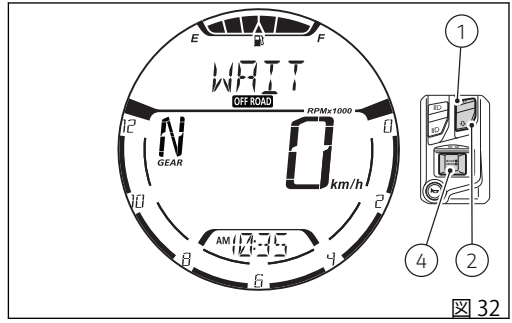

図 32
ボタン (4) を押した後、ディスプレイには “ABS: ON” (図 32)　の代わりに “WAIT” の文字が 2 秒間現れます。2 秒後、ABS システムが正常に起動されると、前の画面に戻り “ABS:OFF” の文字が表示されます。